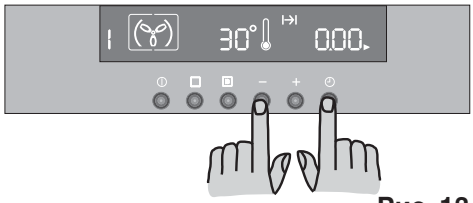

Рис. 13
- Нажимайте кнопку “▬“, для уменьшения времени до тех пор, пока на дисплее не высветится “0.00” (Рис. 13).